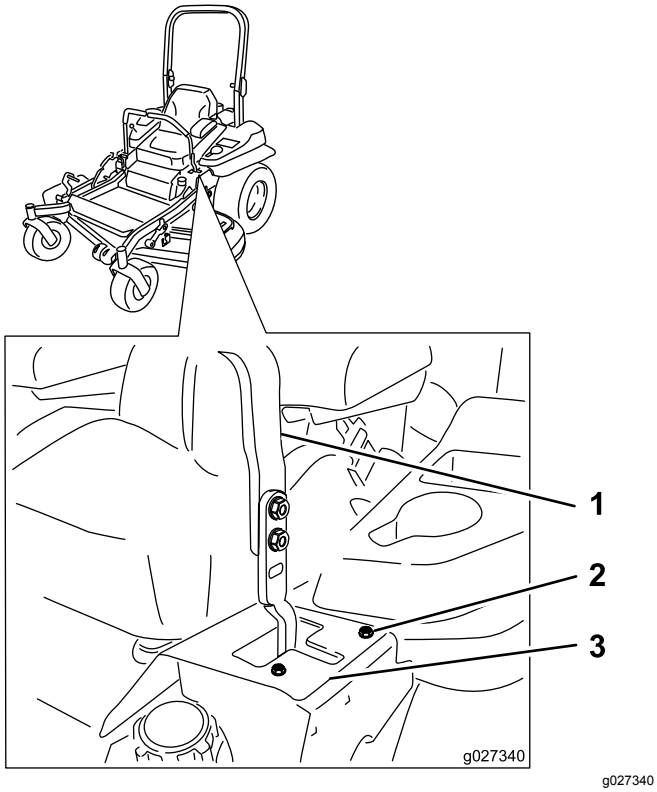

Figur 66
6. Om den går åt höger lossar du på skruvarna och flyttar den vänstra stopplattan bakåt i den vänstra T-skåran tills maskinen går rakt (Figur 66).
7. Om den går åt vänster lossar du på skruvarna och flyttar den högra stopplattan bakåt i den högra T-skåran tills maskinen går rakt (Figur 66).
8. Dra åt stopplattan (Figur 66).